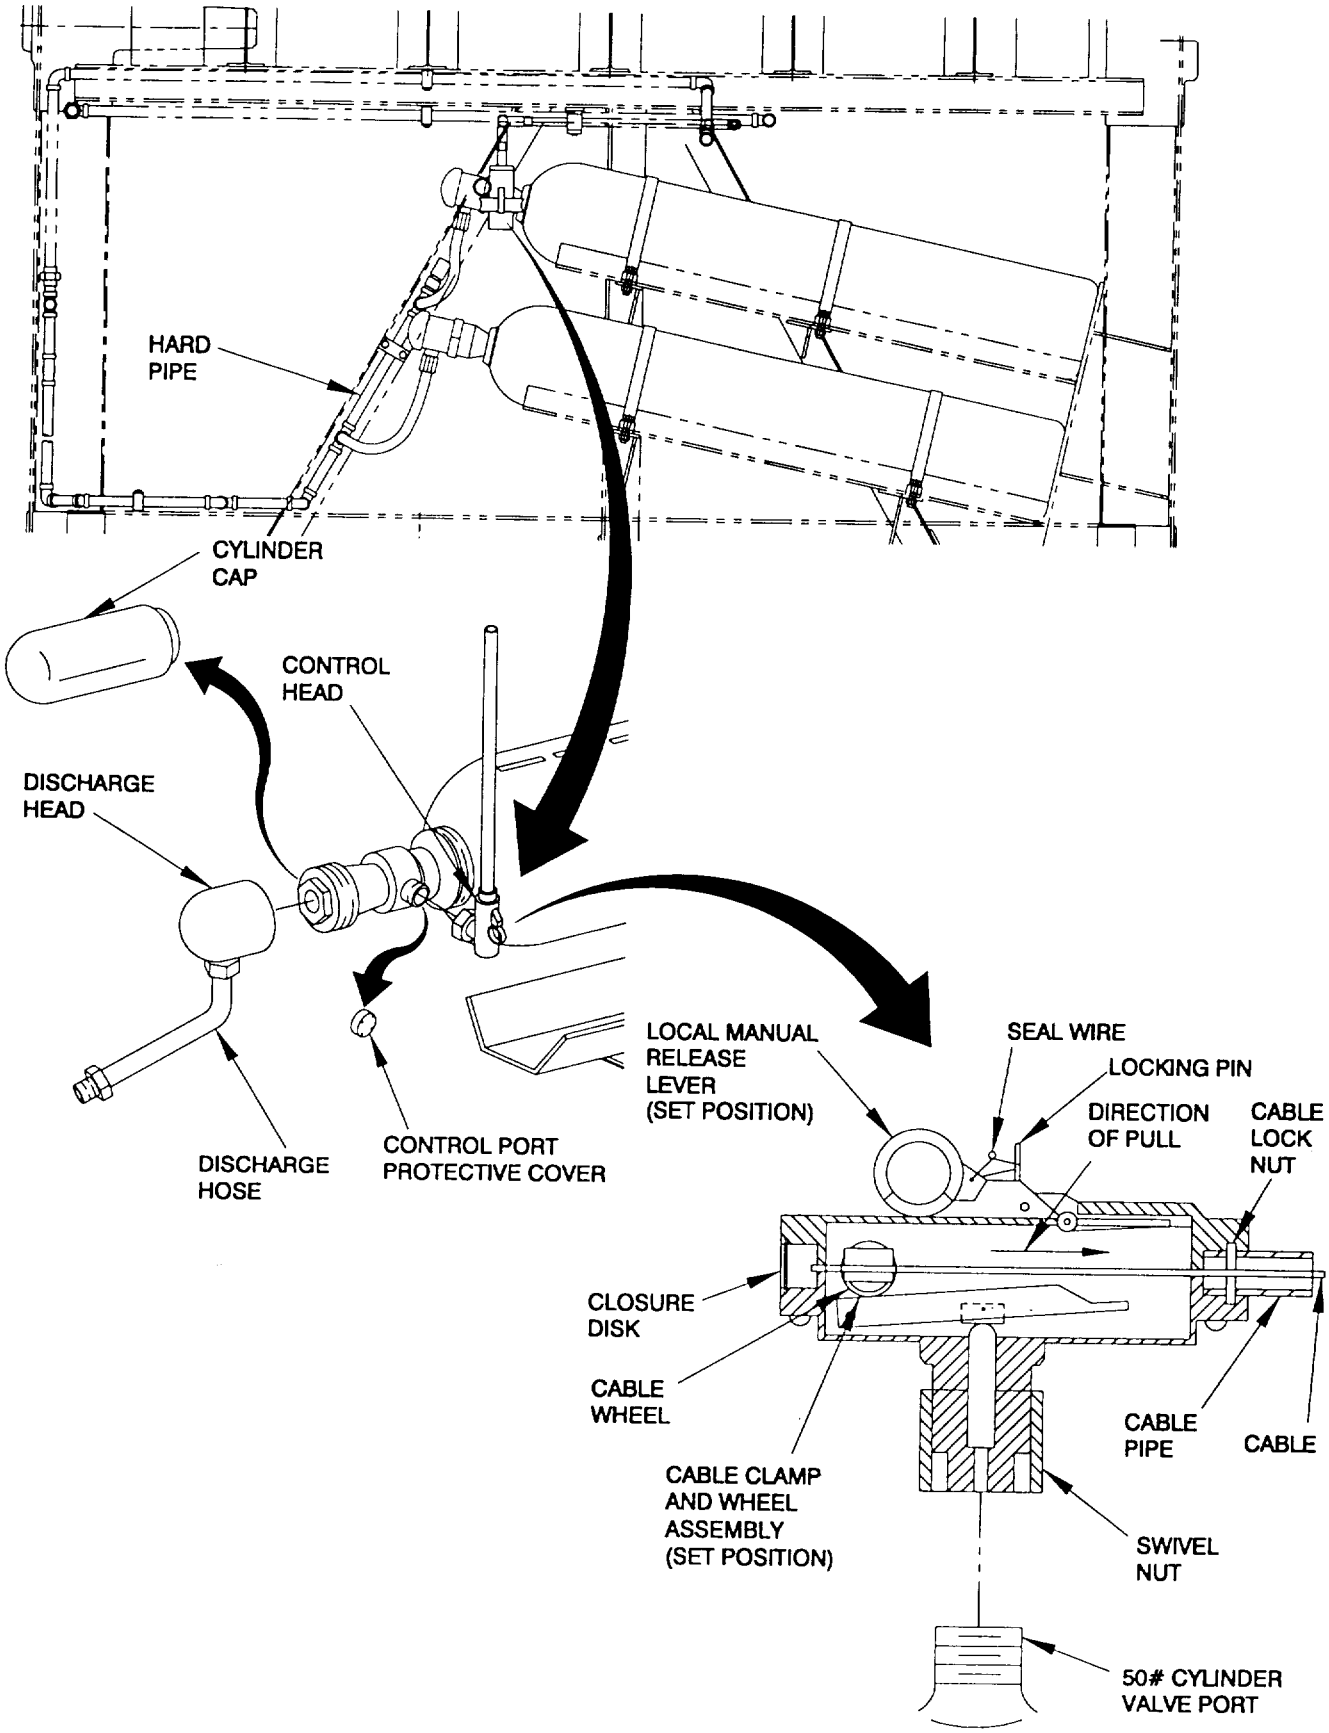

Figure 2-51. Fire Suppression System Installation.
g. Connect discharge heads and cable control head to the CO2 cylinders (refer to figure 2-51).